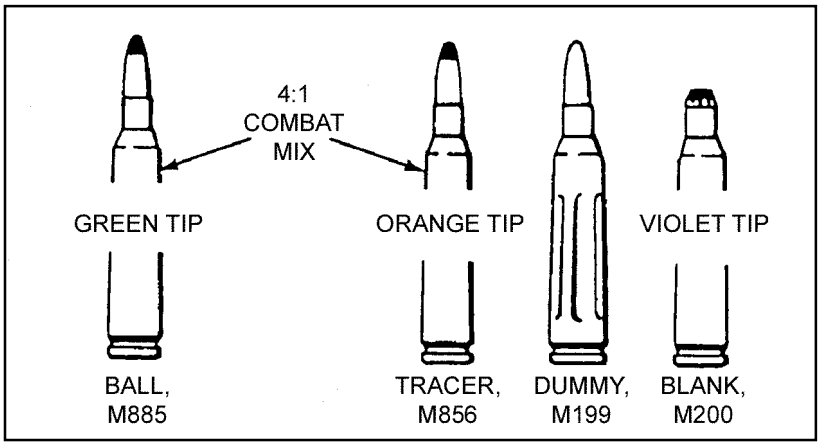

Figure 1-5. Cartridges for the M249.
a. **Type and Characteristics**. The specific types of ammunition (Figure 1-5) and its characteristics are as follows.